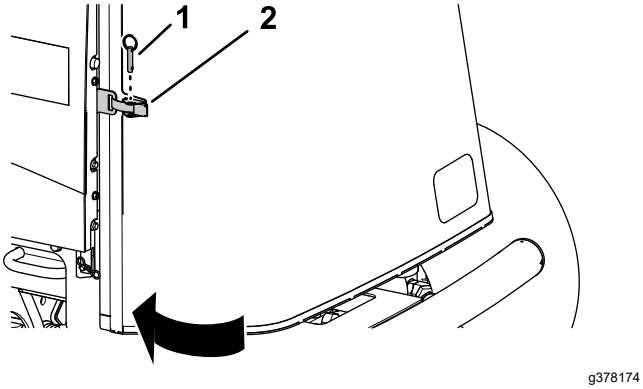

Figuur 96
1. Sluit en vergrendel het scherm (Figuur 96).